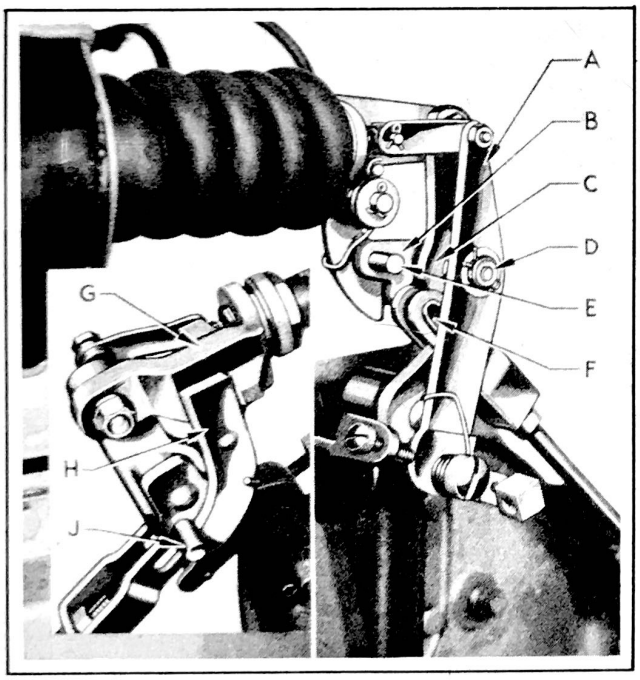

Figure 196 - Clutch Compensator
Attached to the bell crank (C), Fig. 196, is a two position compensation lever (B) which turns the eccentric pivot (D), changing the relation of the valve lever (A) with respect to its pivot point on the bell crank (C).
When first starting the car, the clutch pedal is depressed manually (by the driver's foot) and the action that takes place is--the end of the bell crank yoke (F) strikes the pin (E) and swings the lever (B) both forward and upward, see Fig. 196.
Normal driving position of the compensator lever follows and as soon as the clutch is automatically engaged and after the first shift into high gear, the trip lever (H) which is mounted on the piston rod end (G) will engage the pin (J) and the compensator lever will be rotated back to a position for normal driving, see insert Fig. 196.
CLUTCH VACUUM CONTROL PISTON ROD GUARD REPLACING. Remove valve lever by removing nut at eccentric pivot and cotter pin at valve rod trunnion. Fig. 196.